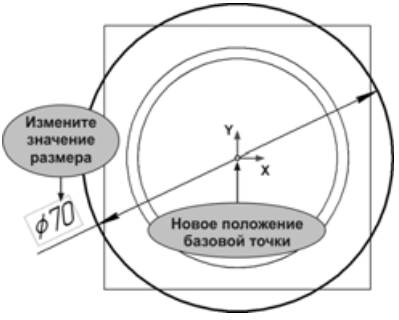

Рис. 6.11
- Измените значение диаметрального размера с 50 на 70 (рис. 6.11).